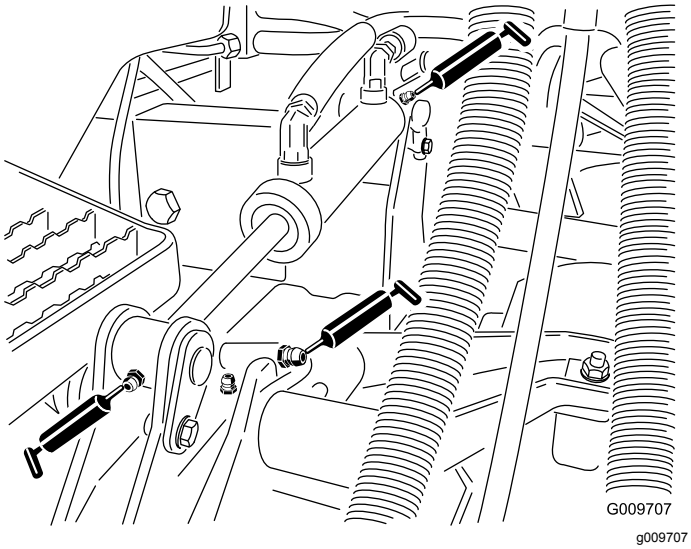

**Figur 46**
- Lyftarmsbussningar (1 per däck) (Figur 46)
- Lyftcylindersbussningar (2 per däck) (Figur 46)